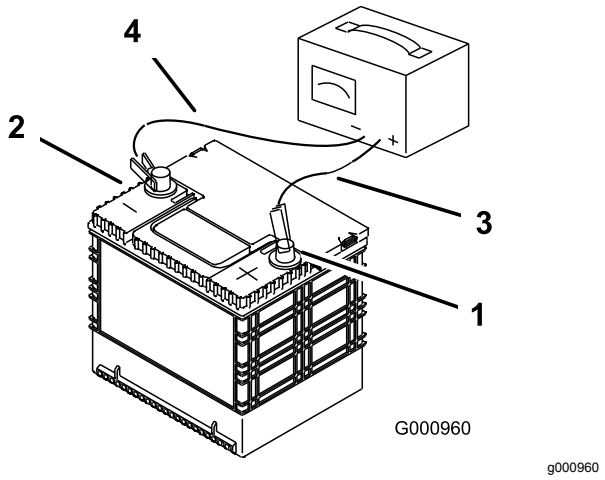

Figur 75
2. När batteriet är fulladdat ska laddaren först kopplas bort från eluttaget och sedan ska laddningskablarna lossas från batteripolerna (Figur 75).